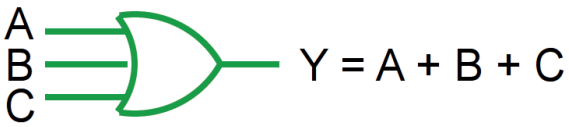

Figura 3.43 – Porta OU de três entradas.
3. A saída de uma porta OU de 3 entradas é Y = A + B + C, figura 3.43. A tabela verdade da porta OU de 3 entradas é dada na Tabela 3.16.